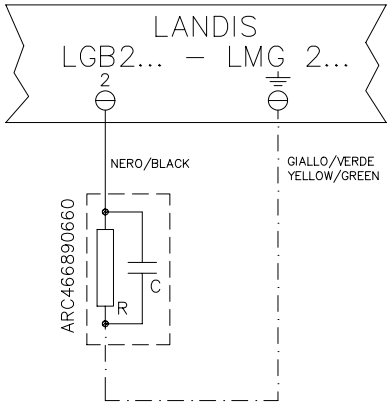
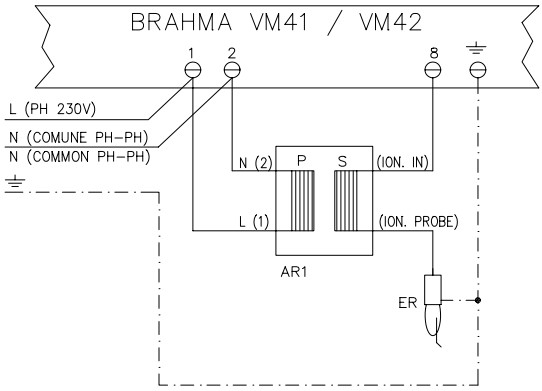

Fig. 34a
Fig. 34b
Si la alimentación eléctrica del quemador es de 230 V fase-fase con equipo Brahma VM4.., para poder aumentar la tensión entre electrodo y masa es necesario utilizar el transformador de aislamiento Brahma AR1 (nuestro código 2531006), conectado tal como muestra la Fig. 34b
* * En estas ocasiones insertar un circuito RC, véanse Fig. 34a e Fig. 34b.